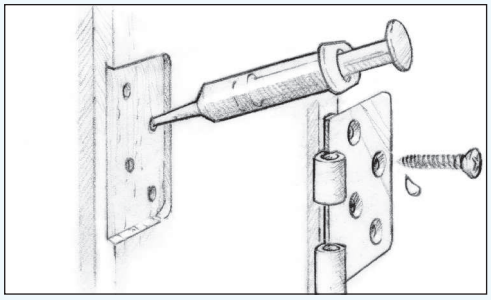

Figur 15 Borra ett styrhål med normal storlek och montera fast fästdonet.
1. Grunda styrhålet med bas/härdar-blandning med hjälp av en piprensare eller spruta *(Figur 15)*. För skadade/förstorade gamla hål: Fyll med förtjockad epoxi.